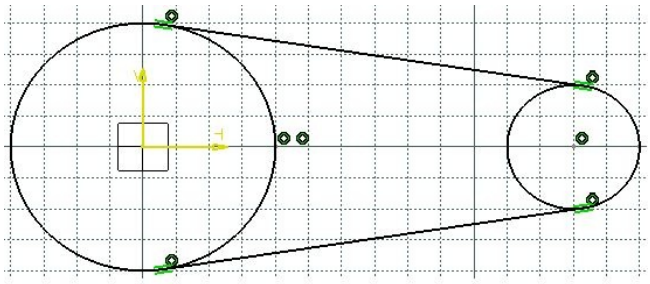

Figure 3-54 *The sketch after drawing the second tangent line*
10. Similarly, draw a tangent line on the lower side of the sketch by selecting the fourth quadrants of the first and second circles. Figure 3-54 shows the sketch after drawing the second tangent lines.